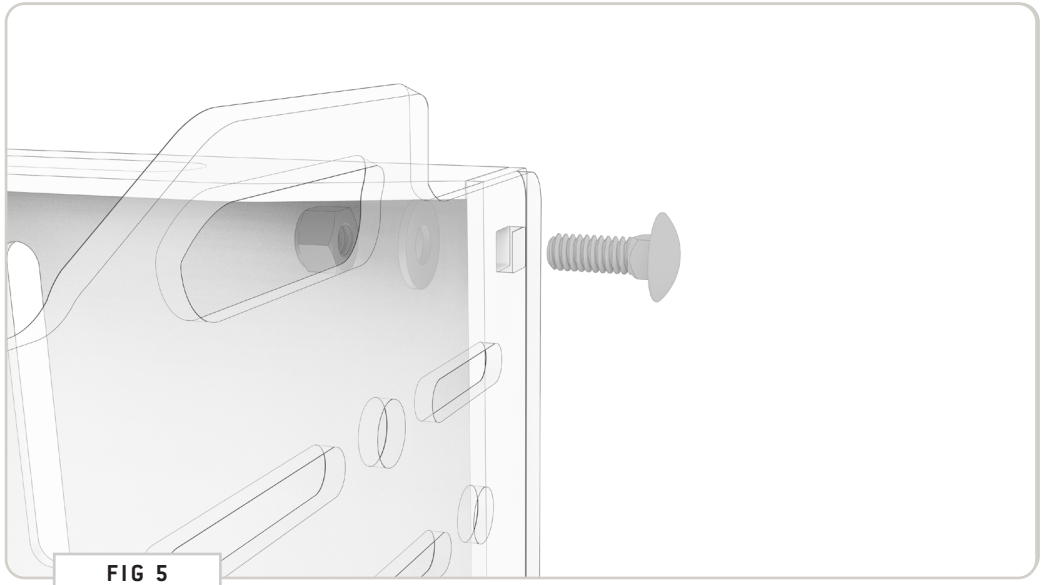

FIG 5
**2.2 Secure Panels:** Secure the panels using the supplied **1/4-20 x0.75 Carriage Bolts, Flat Washers and Nylon Locknuts (FIG 5+6).**